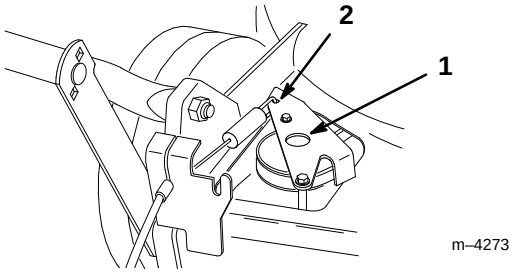

**Figure 24**
4. Push the drive bracket down until it contacts the lawn mower, then hold it in place (Fig. 24).